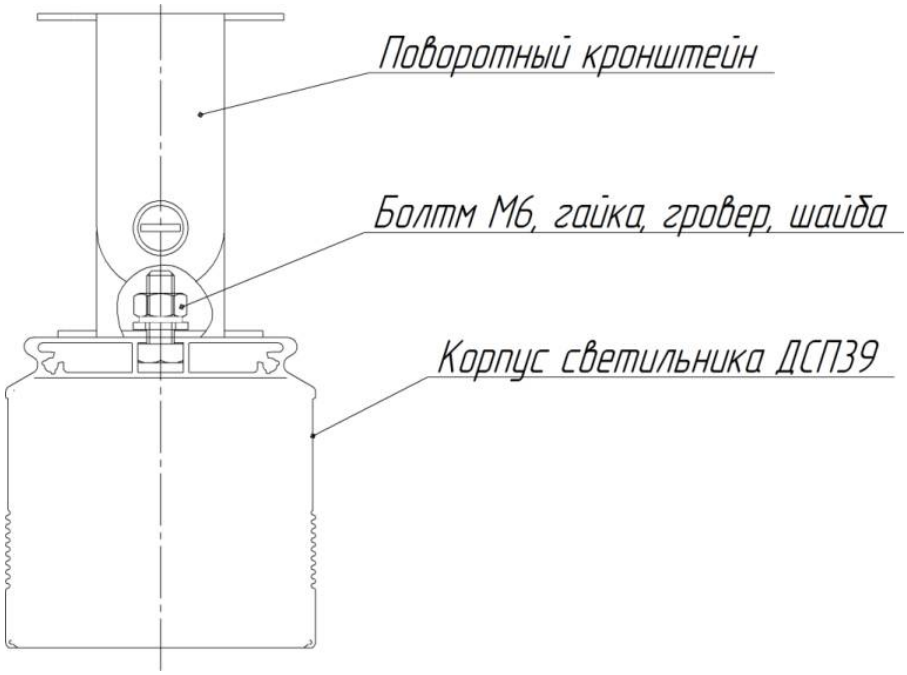

Рисунок 3 - Схема установки поворотного кронштейна (поставляется отдельно) к светильнику
1.3.4 Схема установки поворотного кронштейна к светильнику представлен на рис. 3.